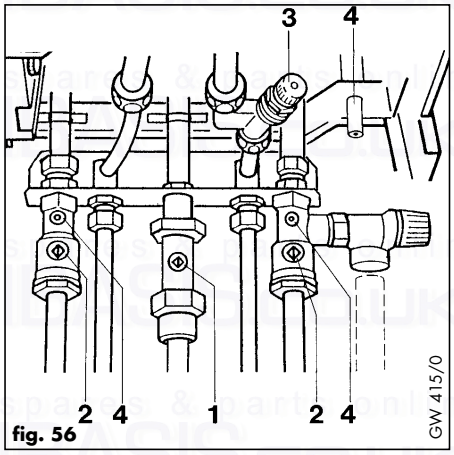

fig. 56
7.1.1 Turning off the boiler (fig. 56)
- Turn off the gas service valve (1)
- Turn off boiler CH service valves (2)
- Turn off DHW cold water service valve (3).
7.1.2 Releasing CH water pressure and draining boiler (fig. 56)
- Turn off boiler CH service valves (2).
- Attach a length of rubber tube to draining points (4), and drain the water from the boiler into a suitable container by undoing the drain points one turn.